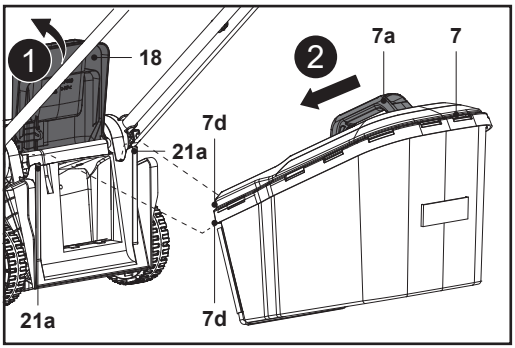

Fig. 7
4. Abra el protector de deflector trasero (18) y manténgalo en posición (Fig. 7, paso 1).
5. Lleve el recogedor de hierba (7) por su asa de transporte (7a).
6. Alinee los dos ganchos del recogedor (7d) con las ranuras (21a) y cuelgue el recogedor de hierba (7) de ellos (Fig. 7, paso 2).
7. A continuación, suelte con cuidado el protector del deflector trasero (18).